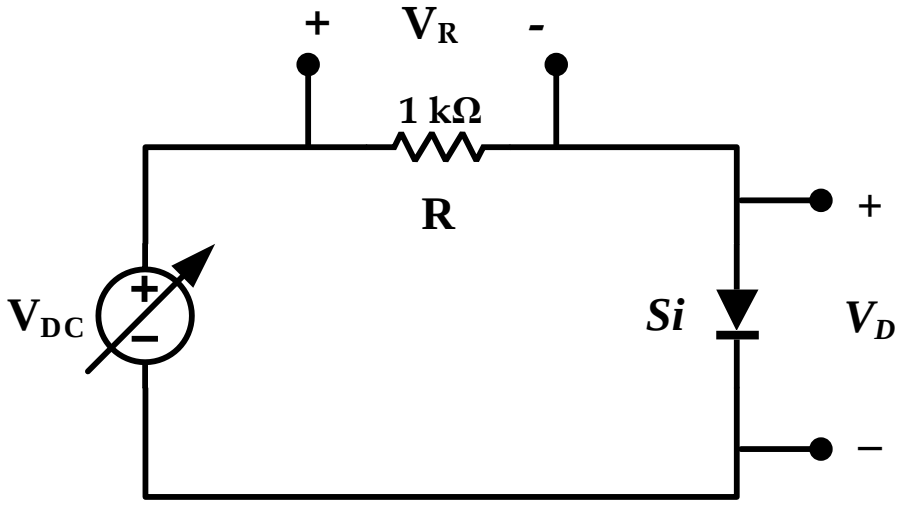

Fig 1.2: Circuit diagram for diode forward bias characteristics
1. Connections are made as per the circuit diagram in Fig. 1.2 using conventional diode.